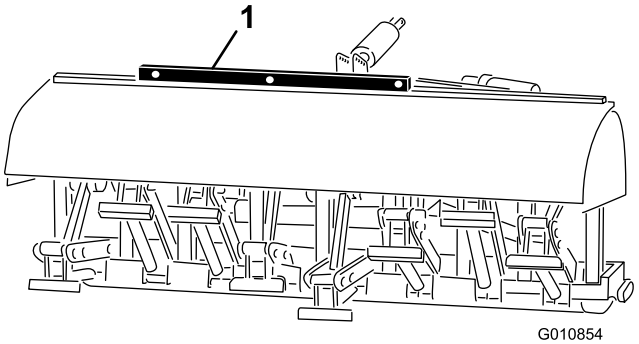

**Figur 26**
2. Placera ett vattenpass ovanpå luftarens ram för att kontrollera att den är jämnt inställd i sidled (Figur 26).